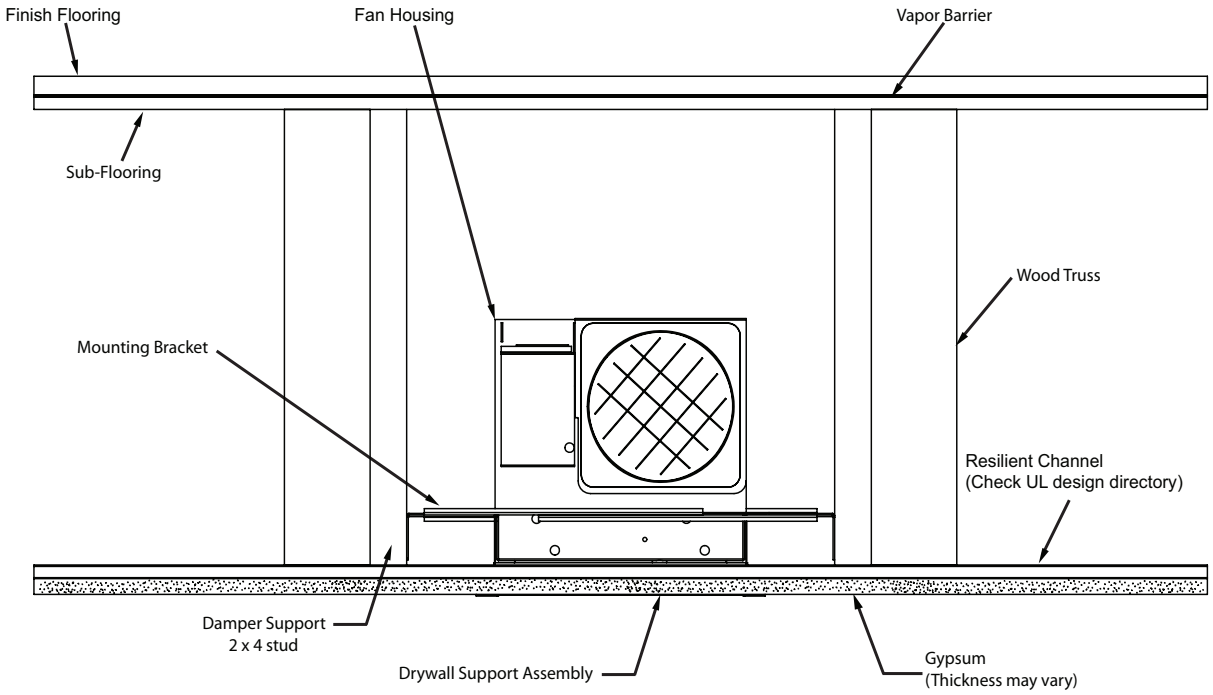
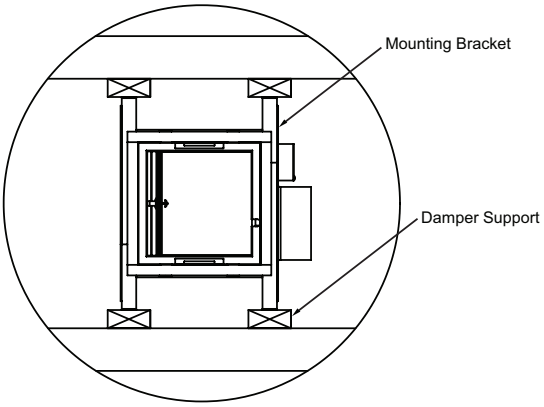

**Figure 1**
**Figure 5**
3. Prior to installing the damper/fan, damper supports need to be installed in the ceiling assembly (See Figure 1 and Figure 5). Four damper supports made from 2x4's cut to the truss height need to be installed, centered around the damper/fan location. The damper supports need to be spaced 11-9/16" (294) on center. The bottom of the damper supports must be flush with the bottom of the trusses. Each damper support must be fastened to the truss members with a minimum 2" (51) long #8 wood screws at a minimum of two places.